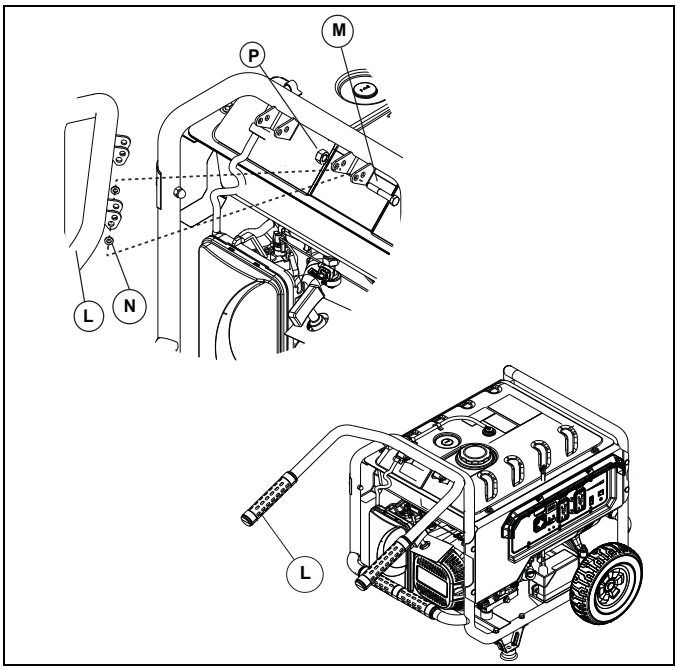

Figure 2-3. Poignée
1. Placez les supports de la poignée entre les languettes du cadre, comme illustré. Placez une rondelle plate à l'intérieur de chaque languette du cadre (figure 2-3).